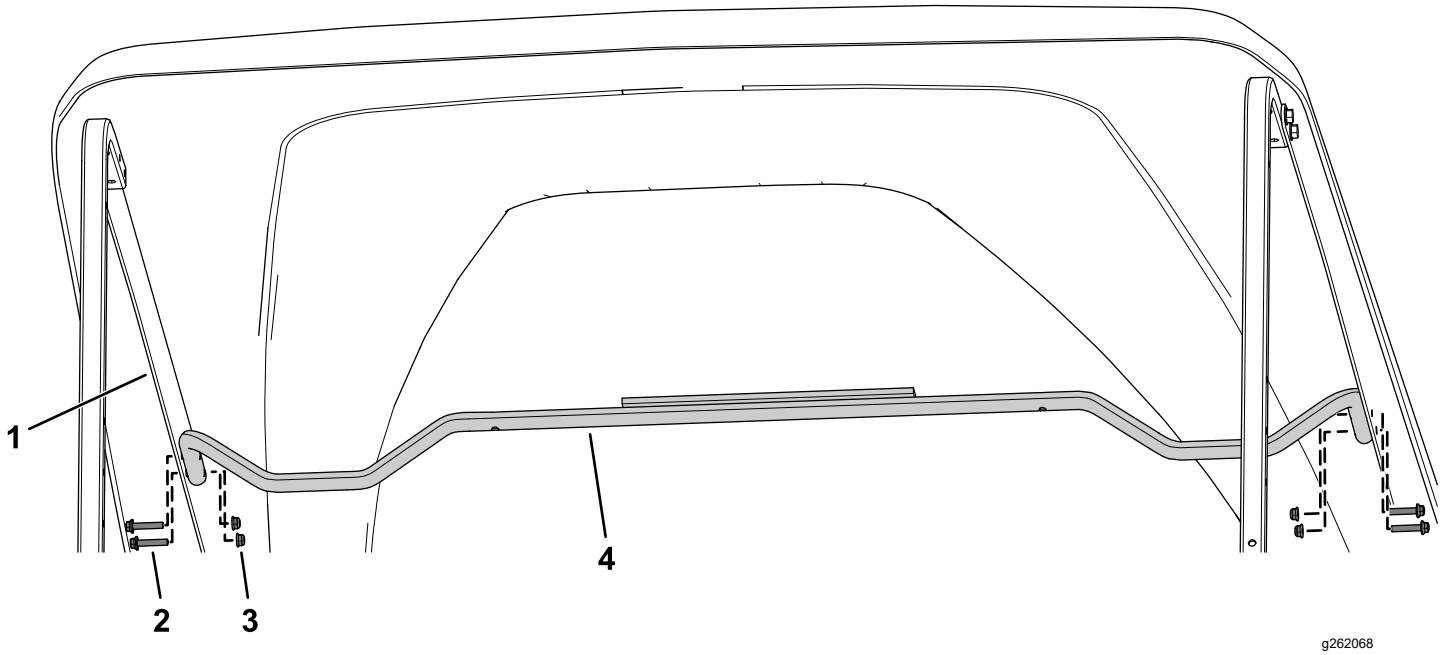

Rysunek 19
2. Zamocuj rurę wsporczą daszku do wsporników długiego daszku z wykorzystaniem 4 śrub z łbem kołnierzowym (¼ x 1-¼ cala) i 4 przeciwnakrętek (¼ cala) w sposób przedstawiony na Rysunek 19.